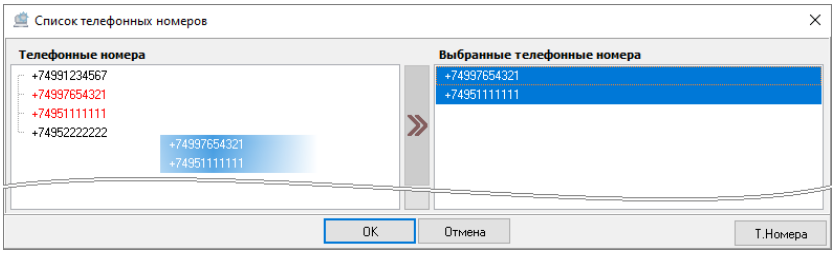

Рисунок 6-175 Отмена привязки телефонного номера к абоненту перетаскиванием
- в окне «Список телефонных номеров» в поле «Выбранные телефонные номера» выделите один или несколько телефонных номеров (для выделения сразу нескольких номеров нажмите и удерживайте на клавиатуре клавишу <Shift> для выбора диапазона или клавишу <Ctrl> для комбинированного выбора) и, удерживая нажатой левую клавишу мыши, перетащите выделенные телефонные номера в поле «Телефонные номера» (см. Рисунок 6-175).